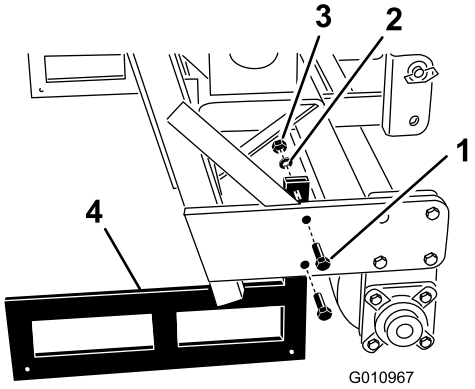

**Figur 32**
2. Fjern boltene og mutterne som støtter lagringspilarene på hver ende av luftemaskinen (Figur 32).